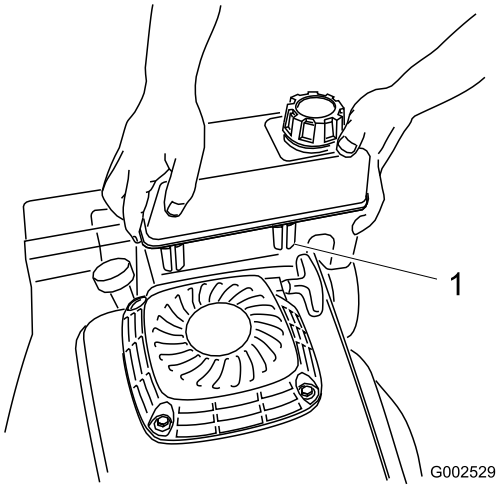

Bild 6
3. Schieben Sie die Kunststoffclips an der Vorderseite des Kraftstofftanks in die Befestigung des Kraftstofftanks (Bild 6).